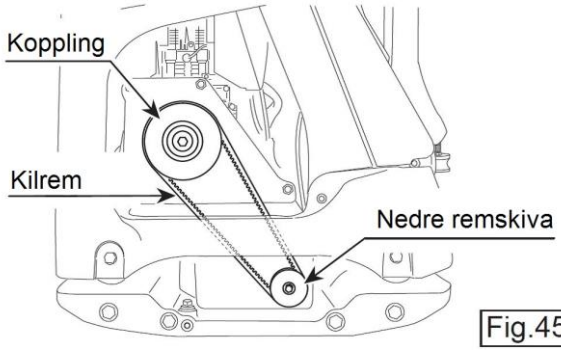

Fig.45
1. **Kontroll av kilrem (Fig. 45)**